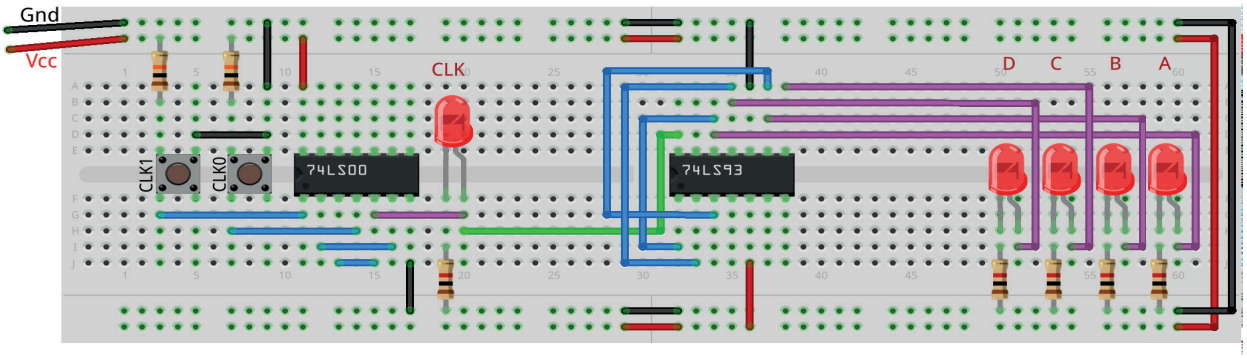

Figura 10.22 – Disposição dos componentes na placa de montagem.
1. Monte o circuito na placa de montagem, conforme figura 10.22.